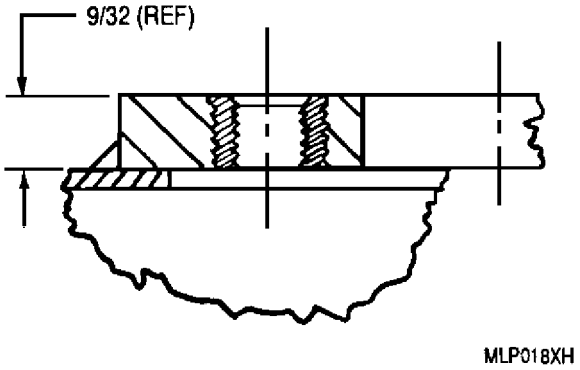

Figure 2. Repair of 1/4−28 Tapped Holes in Combustion Chamber Outer Casing
6. COMBUSTION CHAMBER OUTER CASING − TAPPED HOLE REPAIR. (figure 2)